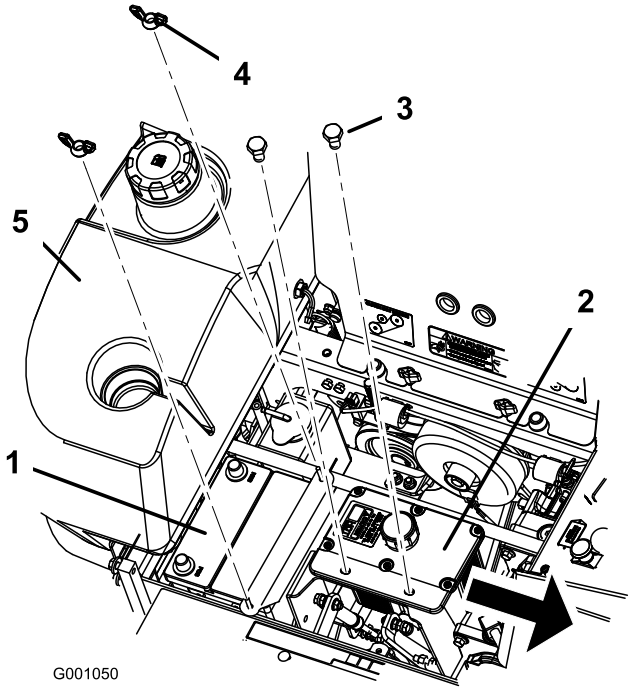

Figur 57
6. Fjern de to vingemøtrikker (1/4 tomme), som fastholder batteriets spændestykke (Figur 57).
7. Afmonter de bolte, der fastholder hydrauliktanken (Figur 57).
1. Placer batteriet i bakken, så polerne vender væk fra hydrauliktanken (Figur 57).
6. Fastgør batteriet med J-bolte, hold spændestykket, 2 skiver (1/4 tomme) og 2 vingemøtrikker (1/4 tommer) nede (Figur 57).